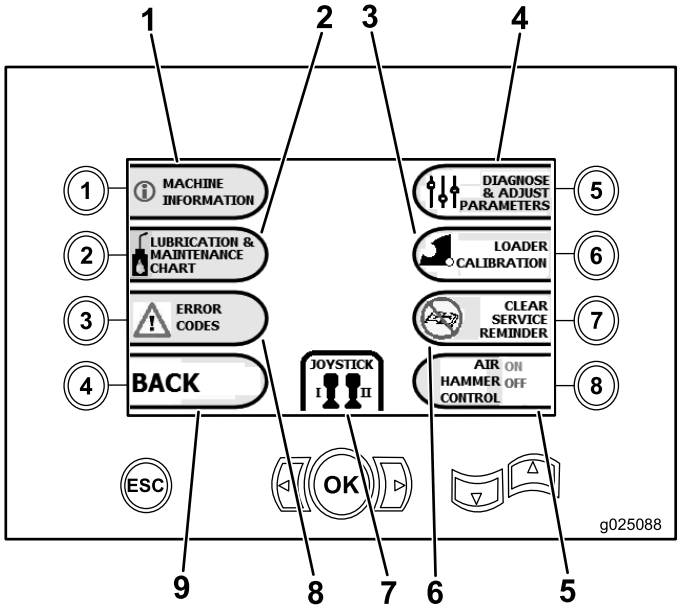

Figure 22
- Button 1—Return to the Main Operating Screen (page 26) as shown in Figure 22
- Button 2—Lubrication and maintenance chart (Figure 22)
- Button 3—Read error codes (Figure 22)
- Button 4—Return to the Main Operating Screen (page 26) as shown in Figure 22
- Button 5—Diagnose and adjust parameters (Figure 22)
- Button 6—Adjust the loader calibration (Figure 22)
- Button 7—Clear a service reminder (Figure 22)
- Button 8—Air-hammer control (Figure 22)
- OK button—Return to the Main Drill Functions Displayed in Pressure Screen (page 27) as shown in Figure 22